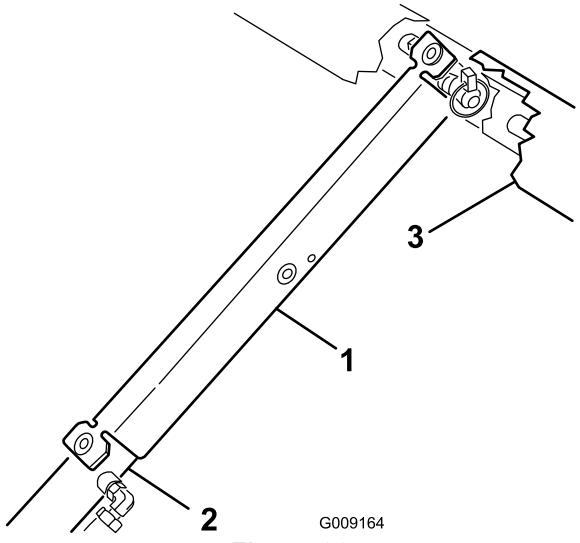

Figura 38
3. Empuje el soporte de la plataforma sobre el pistón, asegurándose de que los extremos del soporte descansen sobre el extremo del cilindro y sobre el extremo del pistón (Figura 38).